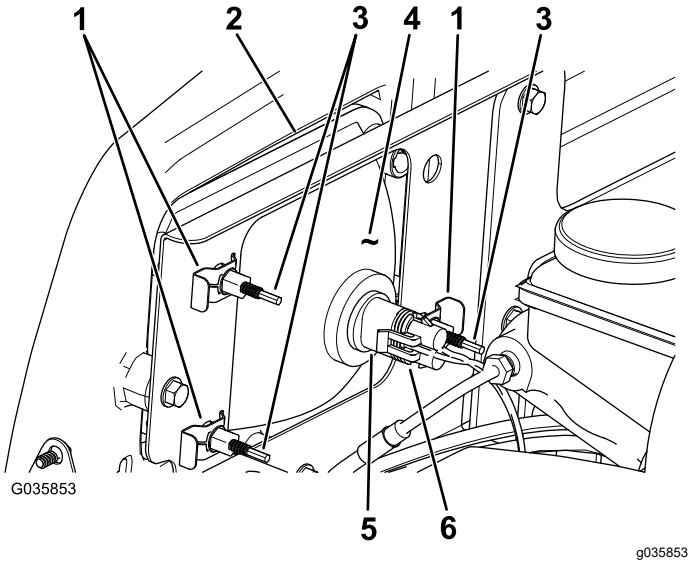

Figura 42
3. Desligue o conector elétrico para a cablagem do conector do conjunto da lâmpada (Figura 42).
4. Retire os clipes rápidos que fixam o farol ao respetivo suporte (Figura 42).
5. Retire o conjunto do farol movendo-o para a frente através da abertura no pára-choques dianteiro (Figura 42).
6. Instale o novo farol através da abertura no pára-choques (Figura 42).
8. Ligue o conector elétrico para a cablagem ao conector do conjunto da lâmpada (Figura 42).
2. Na parte traseira do conjunto de faróis, rode os parafusos de ajuste (Figura 42) para inclinar o conjunto dos faróis e alinhar a posição do feixe.